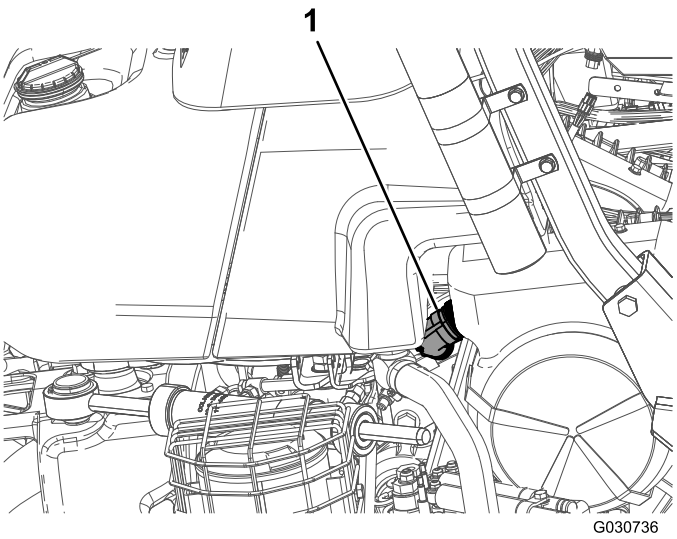

Figur 3
10. Koble pluggen fra generatoren, som er montert i nærheten av motoren (Figur 3).